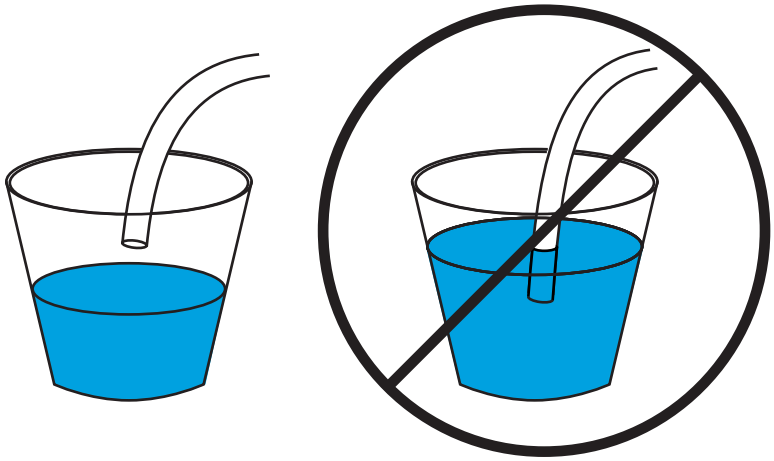

Figure 40. Drainage tube correctly hung (left) and incorrectly submersed (right)
- The open end of the tubing is not submersed in the drainage container (**Figure 40**).